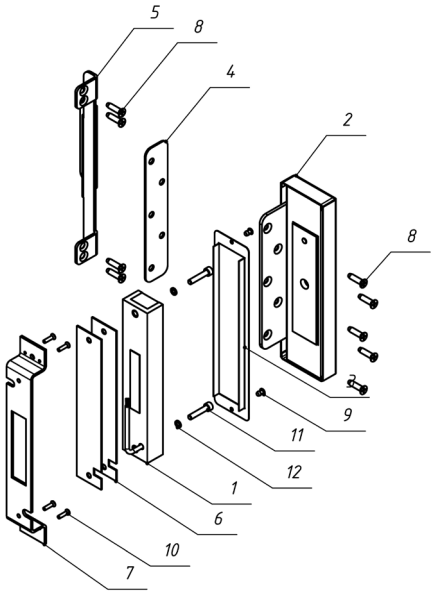

Рисунок 1 – Комплект поставки замка ALM-350FTL
3.1 В комплект поставки замка **ALM-350FTL** (рисунок 1) входят:
- корпус (1) ..... -1 шт.
- якорная часть в сборе (2) ..... -1 шт.
- декоративная планка (3) ..... -1 шт.
- пластина якорной части (4) ..... -1 шт.
- ручка (5) ..... -1 шт.
- пластина корпуса (6) ..... -2 шт.
- кронштейн (7) ..... -1 шт.
- саморез потайн. 6,35х25 сверло (8) ... -9 шт.
- заклепка вытяжная (4х10) (9) ..... -2 шт.